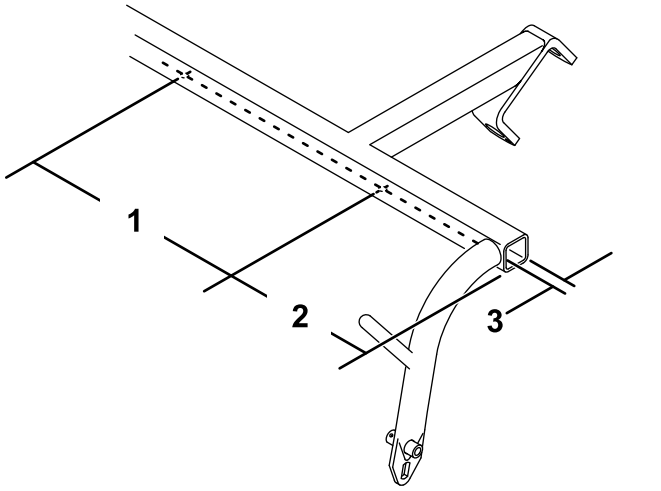

Figur 2
4. Om dragramen inte har två hål på undersidan borrar du dessa med en 5,6 mm borrkrona på den plats som visas i Figur 2.